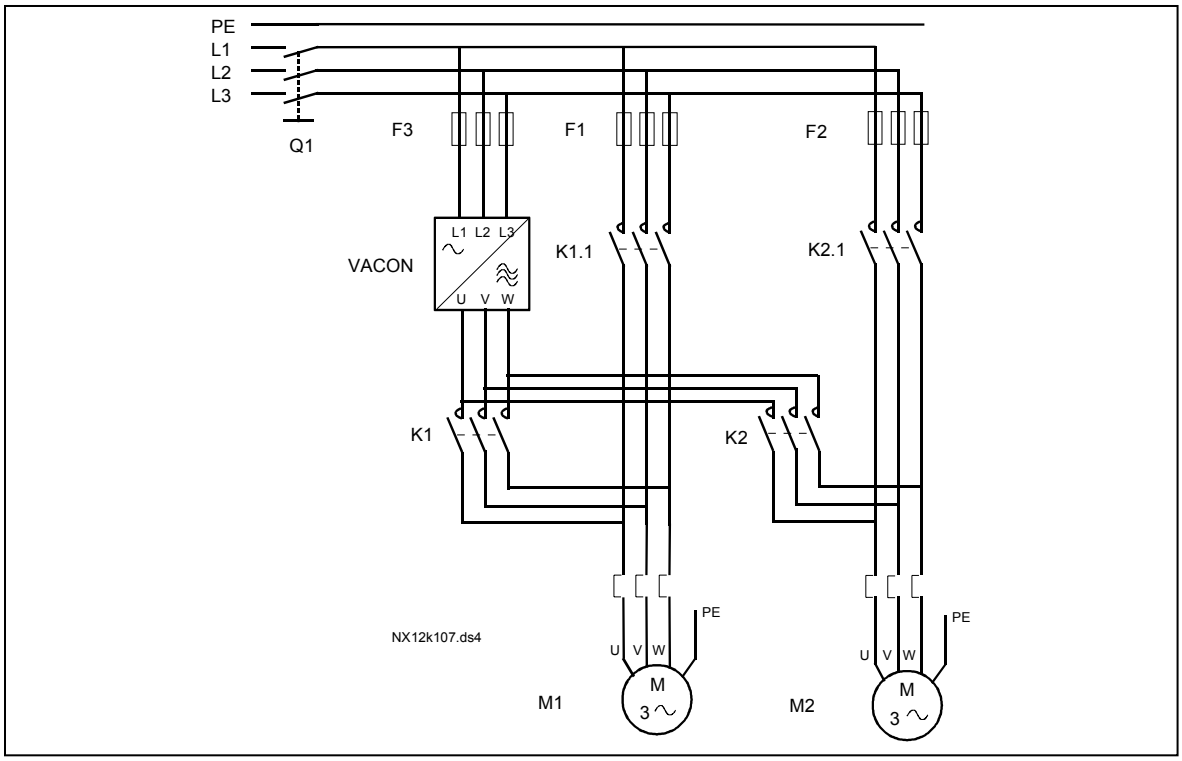

Рисунок 7-5. Пример двухнасосной автозамены, силовая схема
- Внешние контакторы, управляемые через релейные выходы преобразователя частоты, соединяют приводы с преобразователем частоты или с сетью питания. Если двигатель, управляемый преобразователем частоты, включен в последовательность автозамены, то он всегда контролируется через релейный выход, активизируемый первым. Вспомогательные приводы контролируются другими релейными выходами, активируемыми позже (рис. 7-5 и 7-6).